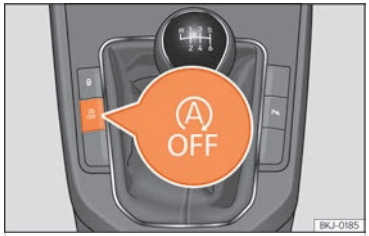

Fig. 88 Consola central: tecla del sistema Start-Stop.
- Para desconectar/conectar manualmente el sistema Start-Stop, pulse la tecla ››› **fig. 88**